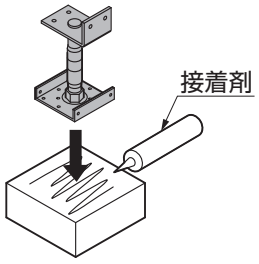

図2-6
⑤「2 基本寸法」を参照して、必要な部分に、振れ止め板を束調整金具に、【20-2】で取付けてください。（図2-6参照）